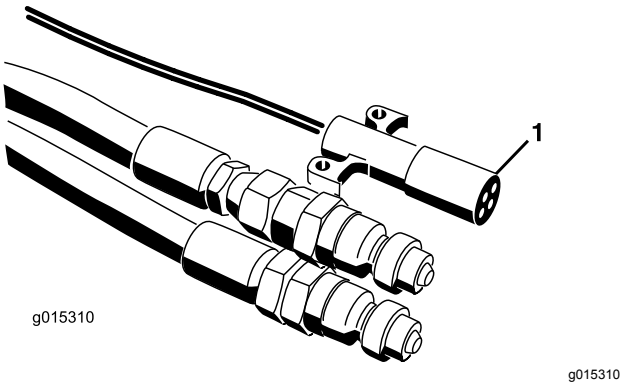
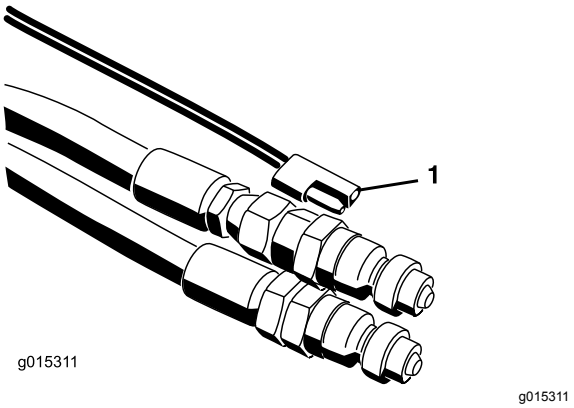

Figuur 21
Figuur 22
7. Sluit de voedingskabelboom aan op het trekvoertuig (Figuur 21 en Figuur 22). Plaats op SH-modellen de aan-/uit-bediening binnen het bereik van de bestuurdersstoel. Controleer of de schakelaar uit staat.